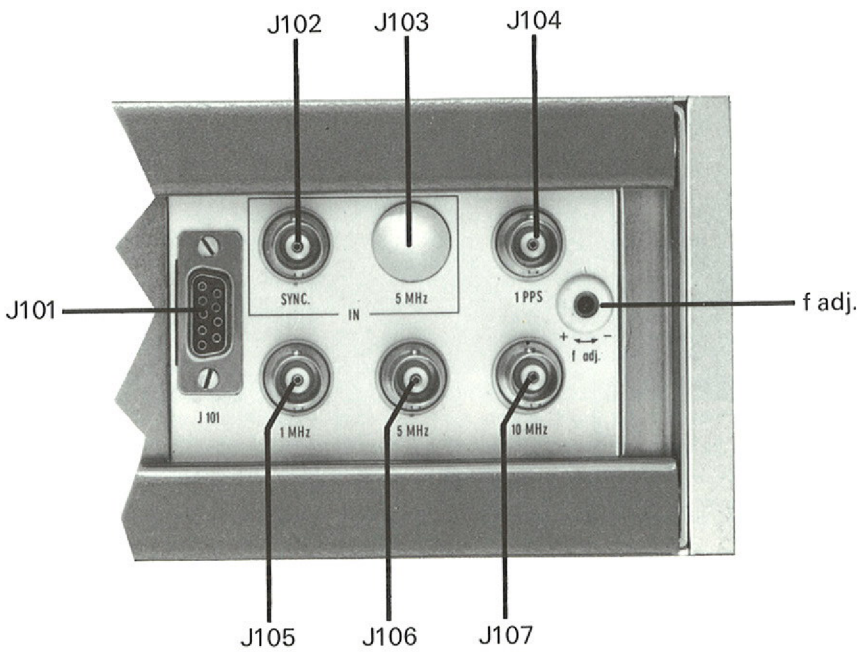

Fig. 9 Etalon de fréquence 2200 (plaque arrière, partie droite)
c) Une synchronisation précise de l'horloge peut être réalisée à l'aide d'un signal électrique externe de référence. Ce signal (1 PPS), qui permet de synchroniser rigoureusement le démarrage du compteur synchrone doit être raccordé à la borne SYNC, à l'arrière de l'appareil (J102, fig. 9).
L'entrée se fait sur la borne SYNC (J102, fig. 9).
1 PPS sur BNC à l'arrière de l'appareil (J104, fig. 9).
b) Le module horloge est équipé d'un déphaseur digital calibré, commandé par une série de codeurs digitaux (S7 à S13, fig. 9), situés sur la plaque frontale. Ce dispositif permet de déphaser (retarder) l'impulsion 1 PPS par pas de 100 ns, dans une plage maximum de 1 seconde. Pour cela, il suffit de tourner simplement les galettes des codeurs et de les amener à la valeur désirée.
Ce compteur permet de mesurer l'écart existant entre une impulsion de référence externe et l'impulsion 1 PPS interne. Le résultat est obtenu soit au moyen de l'affichage, soit sous la forme d'un signal analogique disponible en permanence sur une prise multibroche (J101, fig. 9), pour l'enregistrement.
a) Raccorder sur la borne d'entrée de synchronisation SYNC à l'arrière de l'appareil (J102, fig. 9) le signal de référence dont les caractéristiques doivent être les suivantes: